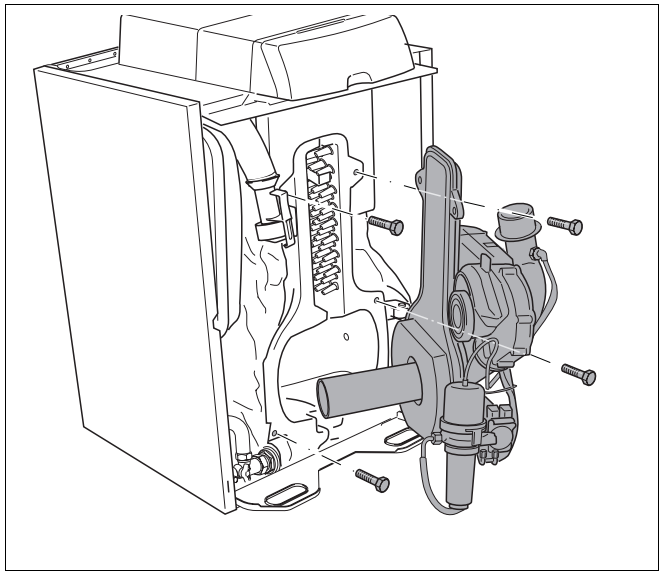

Abb. 51 Brennertür öffnen
- Sechskantschrauben der Brennertür herausschrauben und Brennertür aufschwenken (Abb. 51).